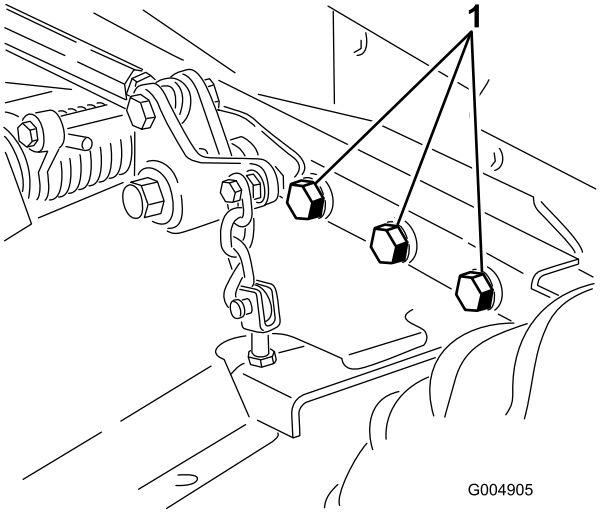

Figur 62
4. Kontroller, at der ikke er løse dele, som skal være fastspændte, og efterspænd dem om nødvendigt. Tilspænd de seks bolte, der fastholder plæneklipperskjoldets ramme til traktionsenheden (Figur 62), med et moment på 359 N·m.